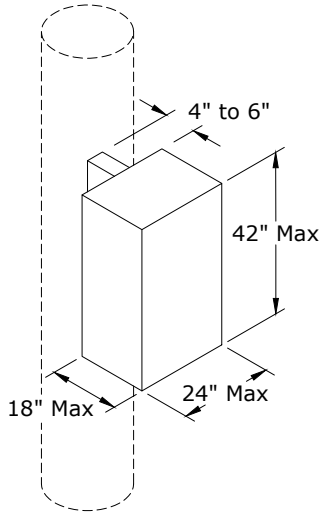
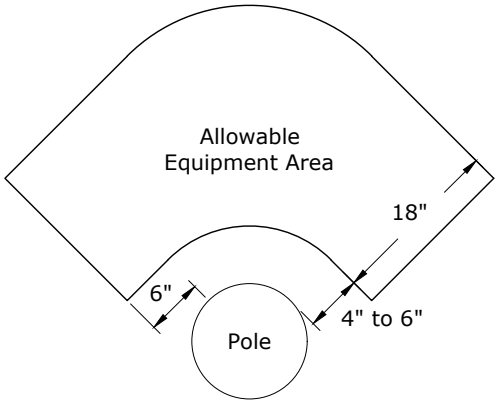

Figure 2: Allowable size of equipment below communication space.
Figure 3: Allowable equipment area below communication space.
C. Equipment should be installed on the roadside of the pole. If this is not possible, other locations may be used with CPU's prior approval. Each piece of equipment must be no more than 42" high x 24" wide x 18" deep and must be installed below the communication space between 10 feet and 18 feet above groundline (see Figure 2). Climbing space must be maintained as specified in WAC 296-45-045. There shall be no more than two pieces of equipment for a total volume of 12 cu ft. The equipment must be between 4 inches and 6 inches off of the pole surface and must fit within one pole quadrant as shown in Figure 3. See Std. JU2 - Joint Use Pole Attachment Guidelines for required clearances. Meters, when used, must be padmounted at least 6 feet from the pole.